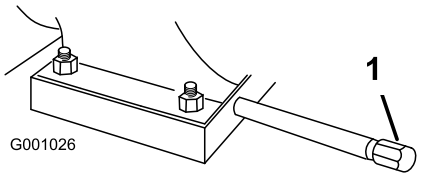

Figur 52
1. Gör rent omkring oljeurtappningslocket (Figur 52).